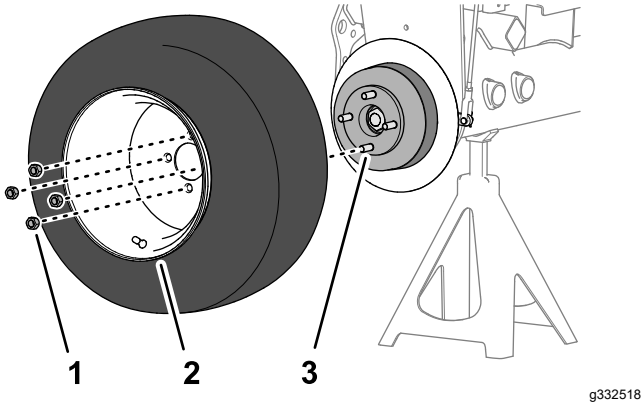

Figur 75
1. Monter hjulet på navet med de 4 hjullåsemøtrikker (Figur 75), og tilspænd hjullåsemøtrikkerne med håndkraft.